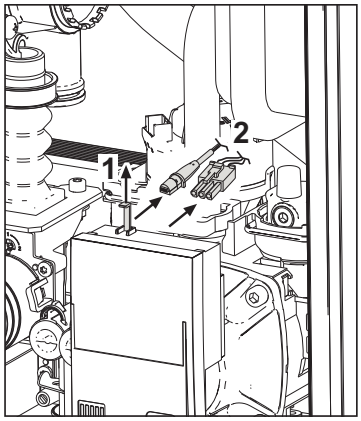

рис. 37
- Отключите электропитание циркуляционного насоса, высвободив соединения путем поднятия детали **“1”** на рис. 37.